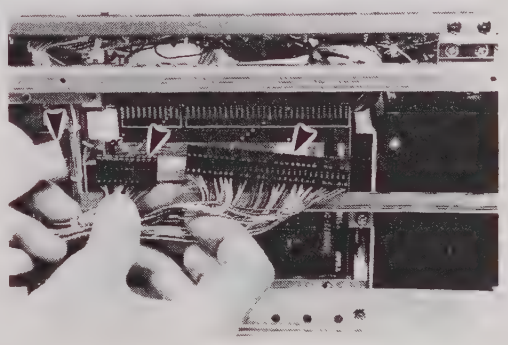

Fig. 5-6
6. Remove 3 cable connectors from SUB MOTHER Board (side of HEAD AMP). (Fig. 5-6)